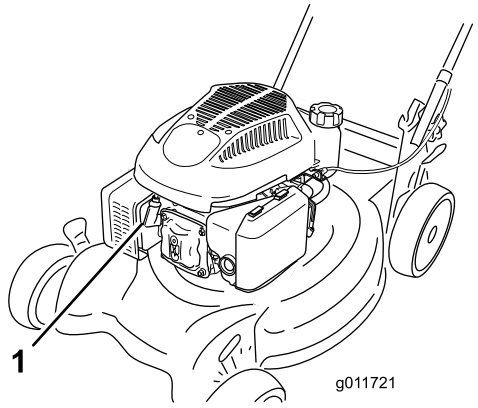

Figure 19
2. Débranchez la bougie (Figure 19) avant de procéder à un quelconque entretien.